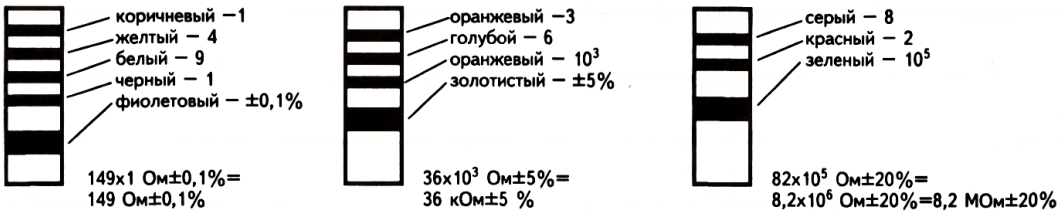

Рис. 5
1. Познакомьтесь с примером расшифровки цветовых кодов (рис. 5).